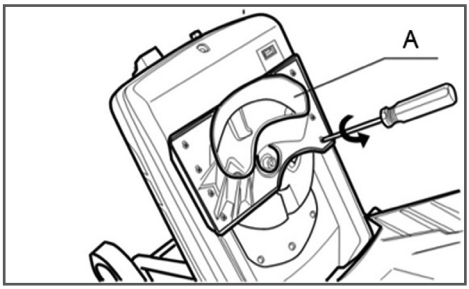

Рис. 8. Снятие защитной пластины
5. Открутите винты крепления защитной пластины А (Рис. 8) против часовой стрелки и снимите ее.
10. Разблокируйте диск от проворачивания, установите защитную пластину А (Рис. 8) и закрутите винты крепления защитной пластины.